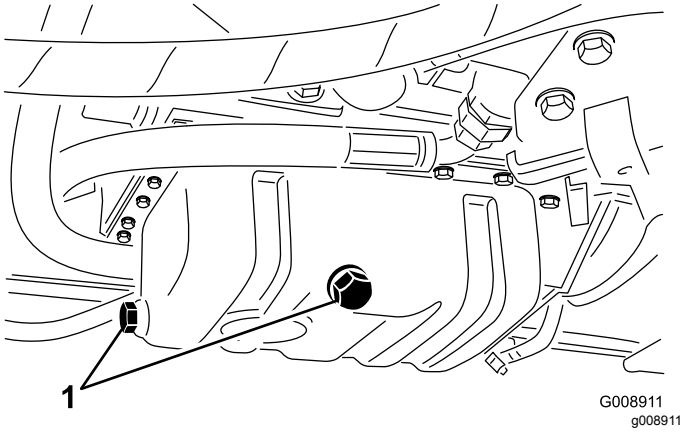

Figur 63
1. Ta bort en av avtappningspluggarna (Figur 63) och låt oljan rinna ned i avtappningskärlet. Sätt tillbaka pluggen när oljan har slutat att rinna.